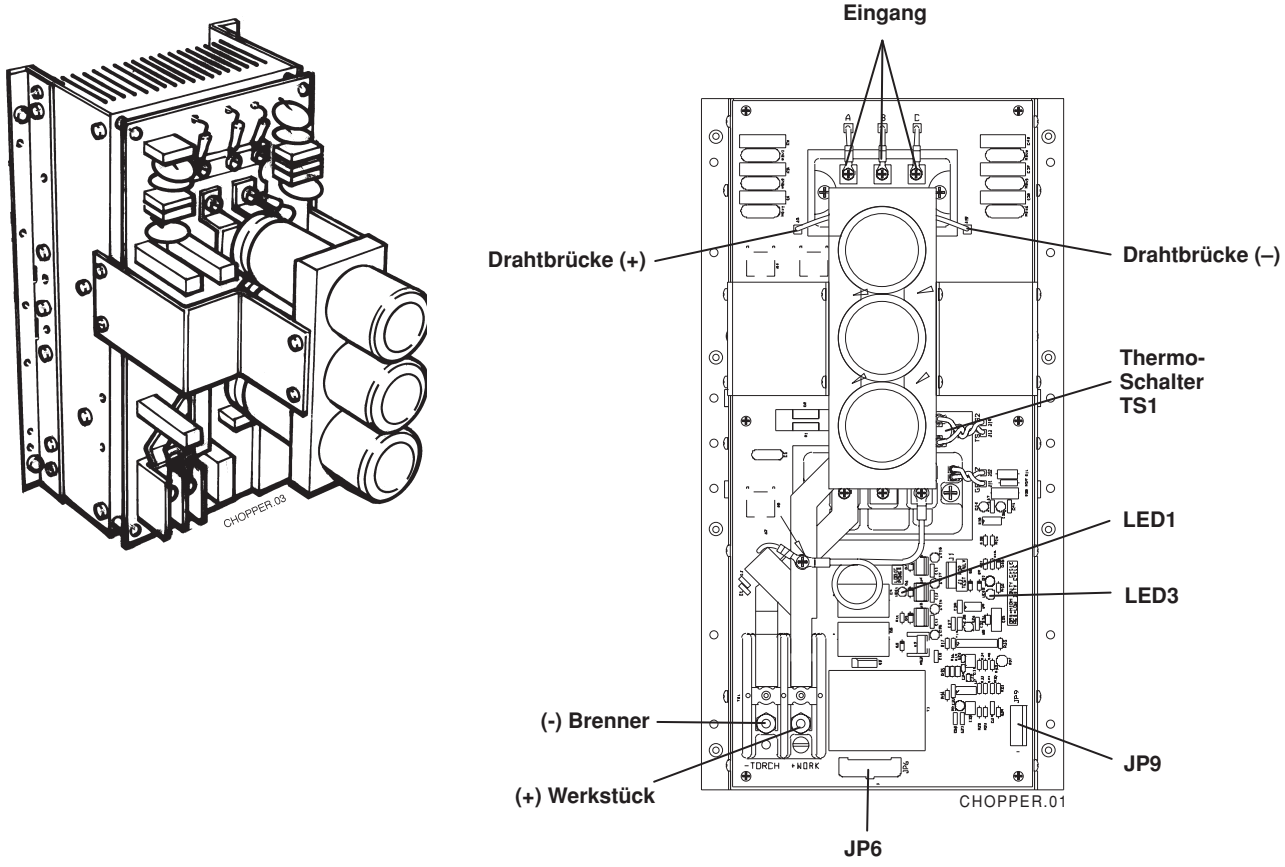

Abbildung 5-9 CH130 Chopper-Modul – Vorderansicht
3. Positivkabel an die (+)-Seite der drahtbrücke anbringen und Negativkabel an die (-)-Seite der drahtbrücke. Siehe Abb. 5-9. Es ist zu beachten, daß die tatsächlichen Anschlußpunkte durch die Kappenstützklammern nicht sichtbar sind.
5. Ist die Spannung von Stufe 4 +280 VDC und die zugehörige Sicherung nicht durchgebrannt, Chopper-Ausgang an TB1 überprüfen, indem das Positivkabel des Voltmessers an den (+)-WORK (Werkstück)-Anschluß (Nr. 48A Ausgangskabel) und das Negativkabel an den (-)-TORCH (Brenner)-Anschluß (Nr. 39A Ausgangskabel) angelegt wird. Siehe Abb. 5-9.